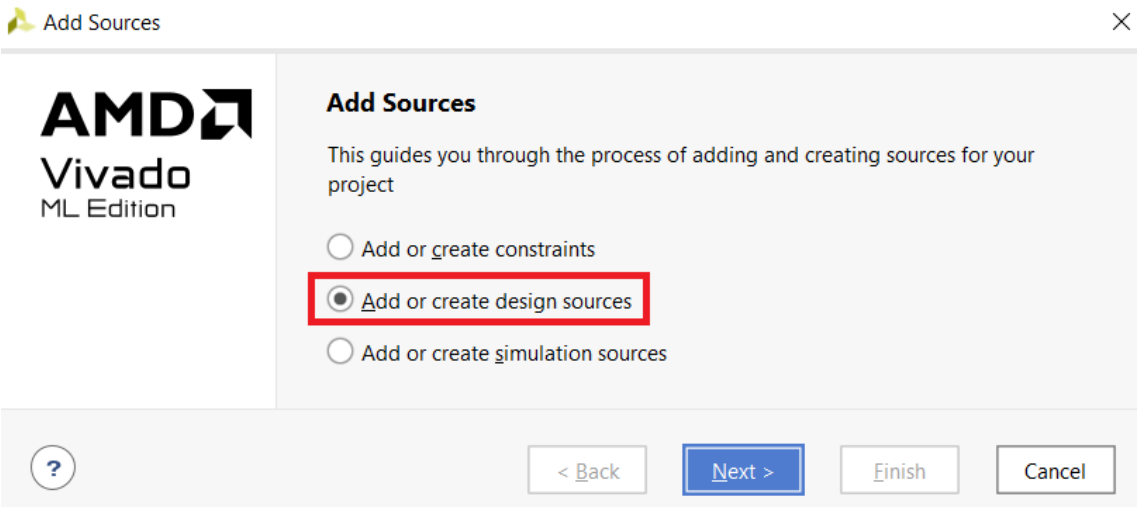

Figura 3. Captura de pantalla de *Add Source* con *Add or create design sources* resaltado con cuadro rojo
1. Seleccionar *Add or create design sources* (Figura 3).